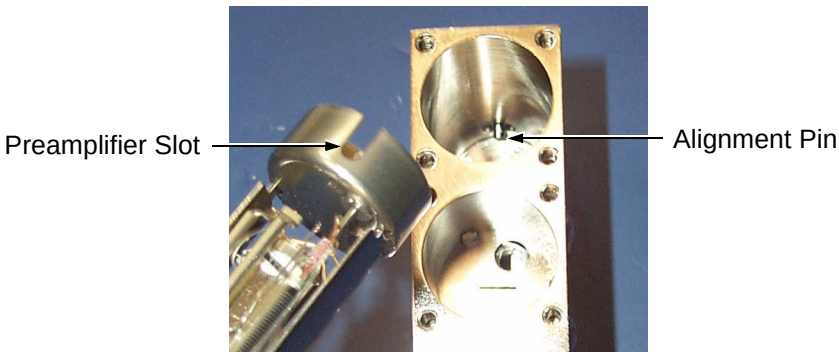

Figure 5-44 Replace the Preamplifier
2. Hold the preamplifier by its contact pins and place it into the preamplifier cavity of the spectrometer tube body aligning the slot with the alignment pin in the preamplifier cavity (Figure 5-44).